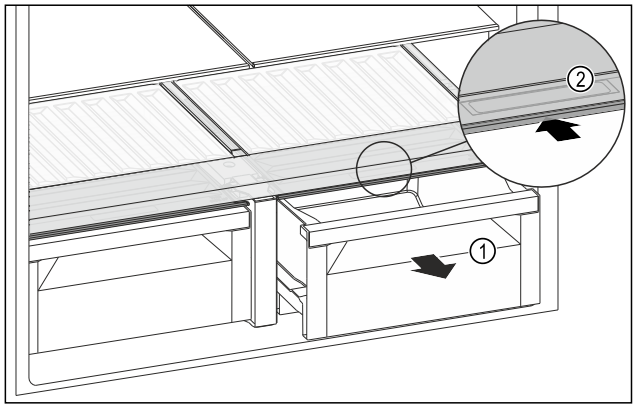

Fig. 139
▶ Extrageți sertarul *Fig. 139 (1)*.
▶ Prindeți mânerul încastrat *Fig. 139 (2)* de la capacul compartimentului și glisați concomitent capacul compartimentului spre partea posterioară.